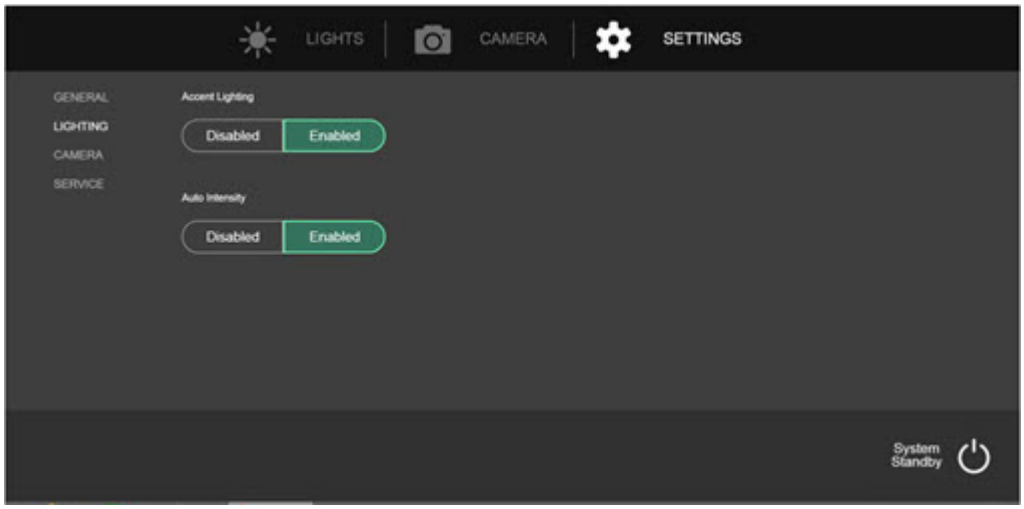

Figure 6-42. Intensité automatique
1. Appuyez sur la touche Settings (Paramètres) de l'IWC. Voir *Figure 6-42*.